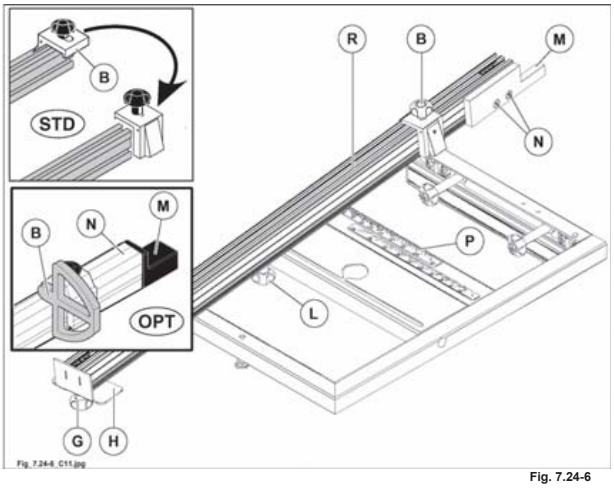

Fig. 7.24-6
- Per effettuare tagli obliqui sui pannelli, svitare il pomello (L fig. 7.24-6) per cambiare posizione alla riga (R fig. 7.24-6).
- Per l'uso posizionare la riga facendo riferimento alla targhetta (P fig. 7.24-6) e serrare il pomello (L fig. 7.24-6).
la riga è dotata di una estensione estraibile a canocchiale (H fig. 7.24-6) la quale se necessita si può allungare dopo aver allentato il pomello (G fig. 7.24-6).
Quando il paraschegge (M fig. 7.24-6) si usura, avvicinarlo alla lama sega allentando le due viti (N fig. 7.24-6).
La riga telescopica viene fornita con le battute (B fig. 7.24-6). Queste si possono velocemente posizionare, per lavorazioni in appoggio o in spinta, sfilandole dalla riga per rimontarle dal lato opposta della stessa.
Quando il paraschegge (M fig. 7.24-6) si usura, avvicinarlo alla lama sega allentando il grano (N fig. 7.24-6).
La riga telescopica viene fornita con le battute (B fig. 7.24-6). Queste si possono velocemente posizionare per lavorazioni in appoggio o in spinta semplicemente ribaltandole.